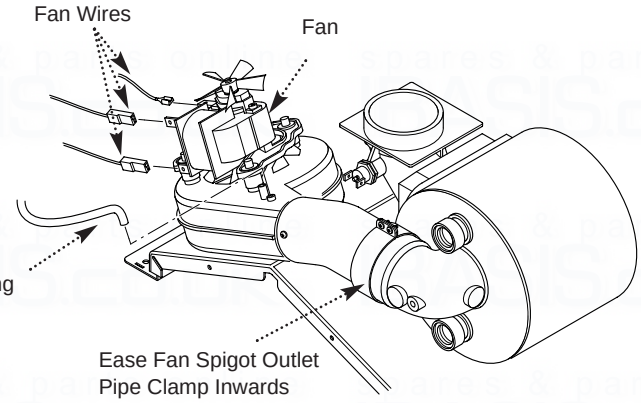

Fig. 41
7. Note the positions of the three wires on the fan motor and remove them. Remove the sensing tube from the fan spigot (Fig. 41).